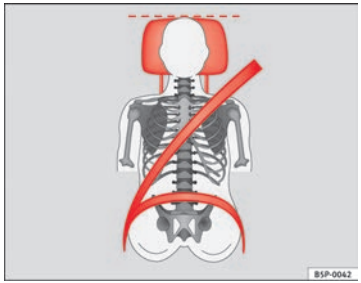
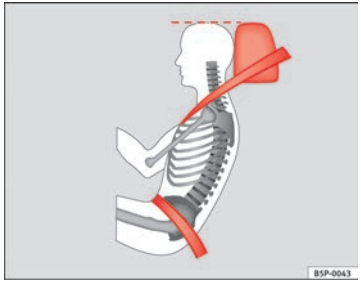

Fig. 3 Encosto de cabeça correctamente regulado visto de frente
Fig. 4 Encosto de cabeça correctamente regulado visto de lado
– Ajuste o encosto de cabeça de forma a que o rebordo superior fique, na medida do possível, alinhado com a parte superior da cabeça, no mínimo à altura dos olhos. ⇒ Fig. 3 e ⇒ Fig. 4.